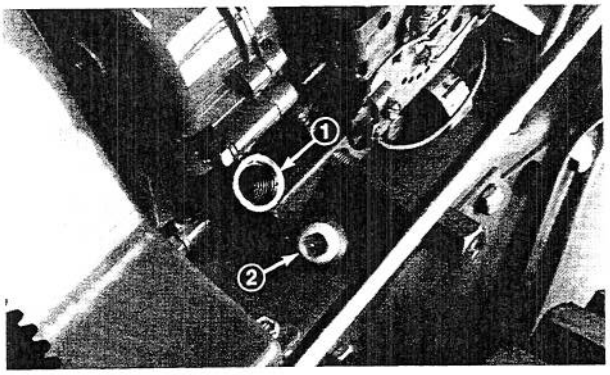

Figure 18
3. Remove filler plug from crankcase (Fig. 18).
4. Using a clean funnel, slowly pour approximately 44 ounces (1.30 l) of oil into crankcase filler hole (Fig. 18). The Briggs & Stratton engine uses any high quality detergent oil having the American Petroleum Institute – API – "service classification" MS, SC, SD or SE. Oil viscosity – weight – must be selected according to anticipated ambient temperature. The recommended oils are SAE 5W30 or 5W20, and an acceptable substitute is SAE 10.